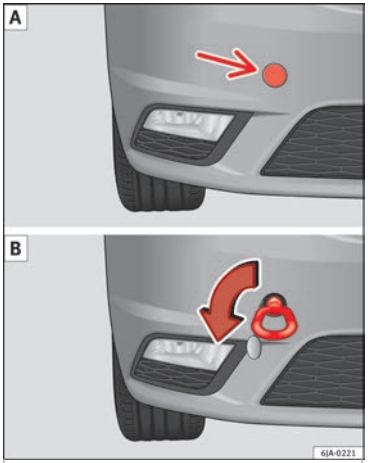

Fig. 66 Right side of the front bumper: towline anchorage screwed in.
- Screw the front towline anchorage into the screw connection ››› **Fig. 66** and tighten it with the wheel brace.